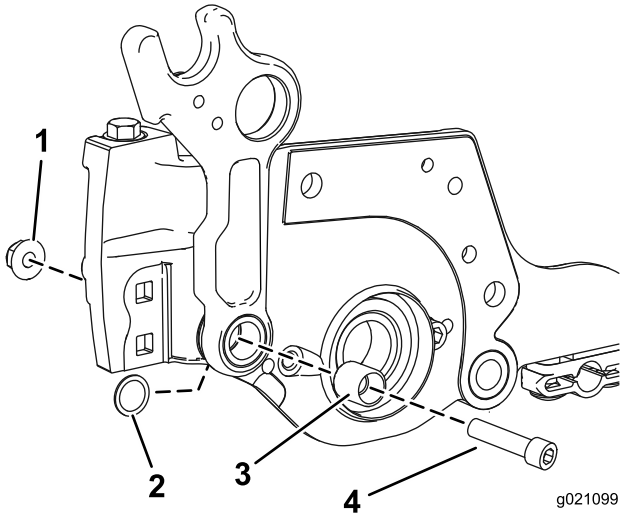

Figura 5
5. Installate un bullone (3/8–16 x 1-1/4 pollici) e un nuovo distanziale poi fissateli con il dado fornito nel kit (Figura 5).
Nota: Assicuratevi che la rondella piana si trovi tra il telaio e la piastra laterale e che la rondella piana sia posizionata attorno al distanziale illustrato in Figura 5.